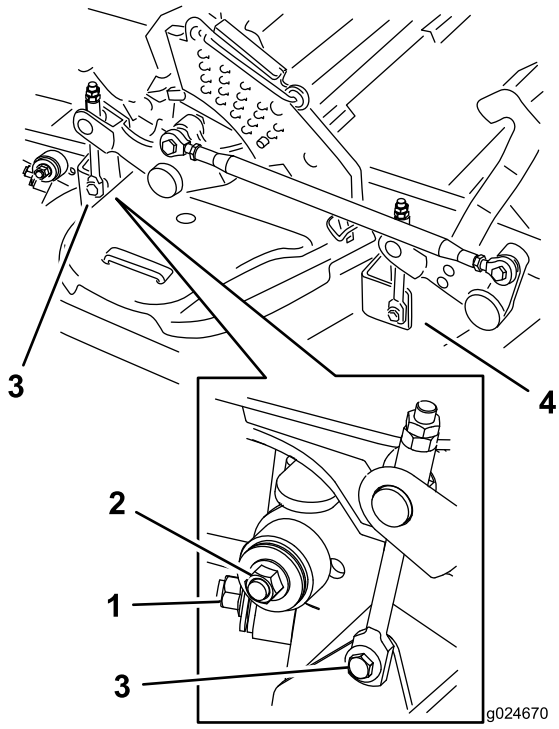

Figuur 96
7. Verwijder de bevestigingsmaterialen aan beide zijden van het maaidek zoals wordt getoond in Figuur 96 en bewaar deze materialen.